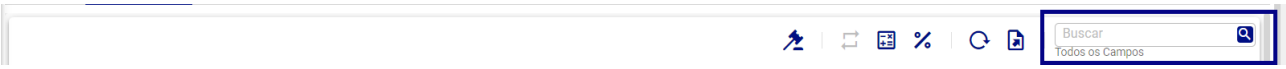

Figura 259: Campo de Busca
- **Campos de Busca (Figura 259):** Possibilita localizar registros específicos no painel superior.